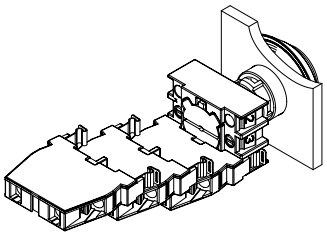
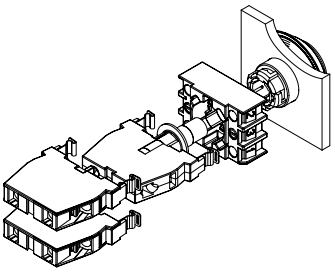

Rys. 2
Rys. 3
2. Montaż bloków zestyków systemu styków EF odbywa się przez zatrzaśnięcie w pozycjach 1 do 3 na kołnierzu montażowym (patrz rys. 2). Środkowa pozycja (poz. 3) jest przewidziana do montażu elementów świetlnych w urządzeniach z oświetleniem (patrz rys. 3).